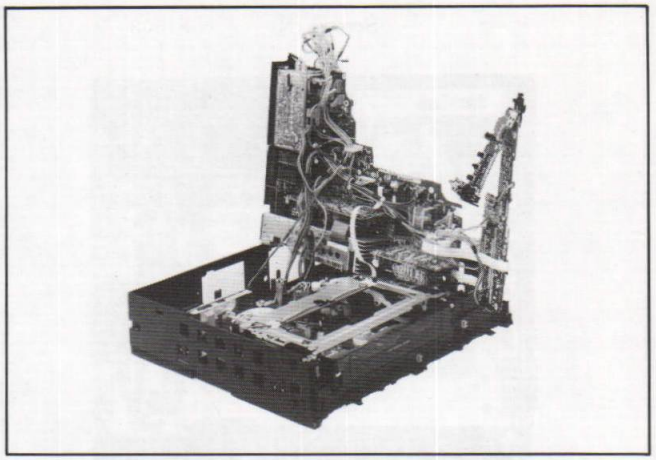

Fig. D10
Remove the 8 screws (L) and take out the Main C.B.A. Putting it up right position on the flame can be available as shown in Fig.D10.